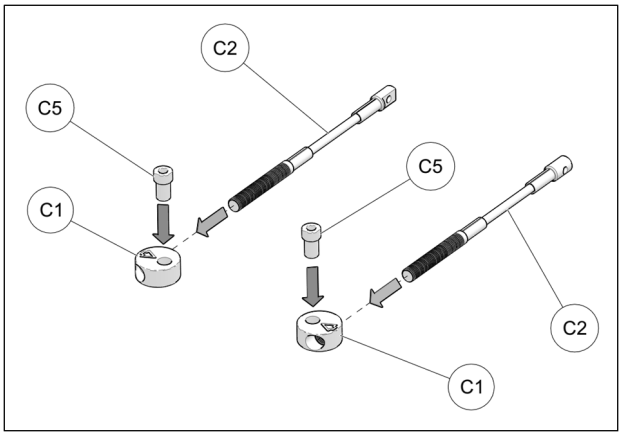

Fig. 19
10. Assemble steering limiter cables **(C2)**, aluminum disks **(C1)** and step spacers **(C5)** together as shown on Fig. 19